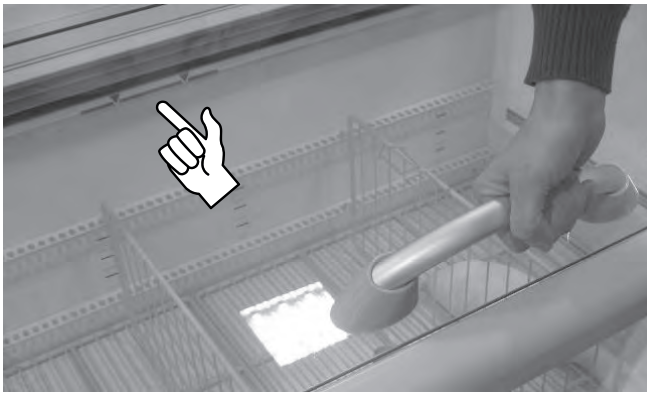

Fig. 15
- La mercancía no sobrepase la línea de carga ("Fig. 15").